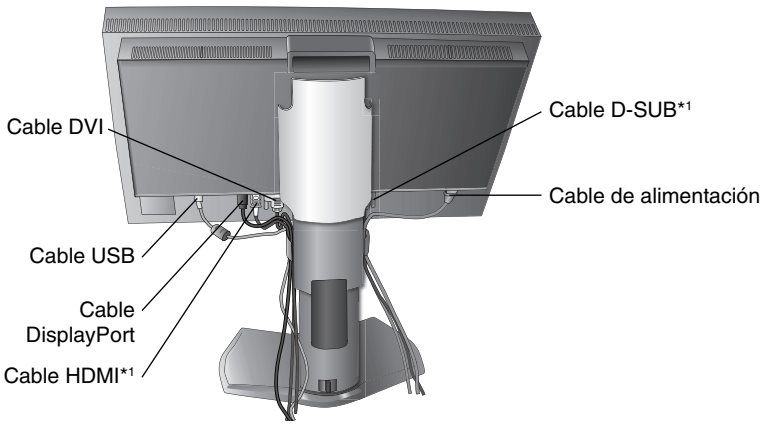
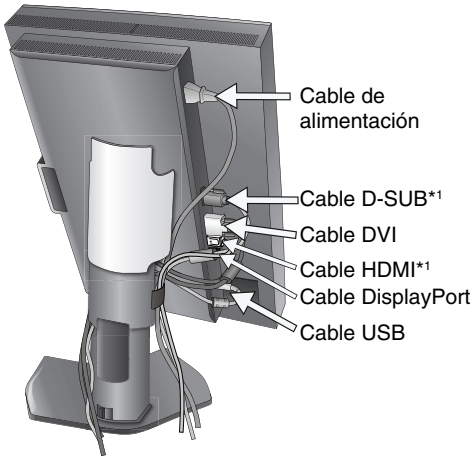

Figura C.2
Figura C.3
5. Para mantener los cables bien ordenados, colóquelos en el sistema de conducto para cables incorporado en el soporte. Distribuya uniformemente los cables y sujételos en los corchetes (**figura C.2** y **figura C.3**).